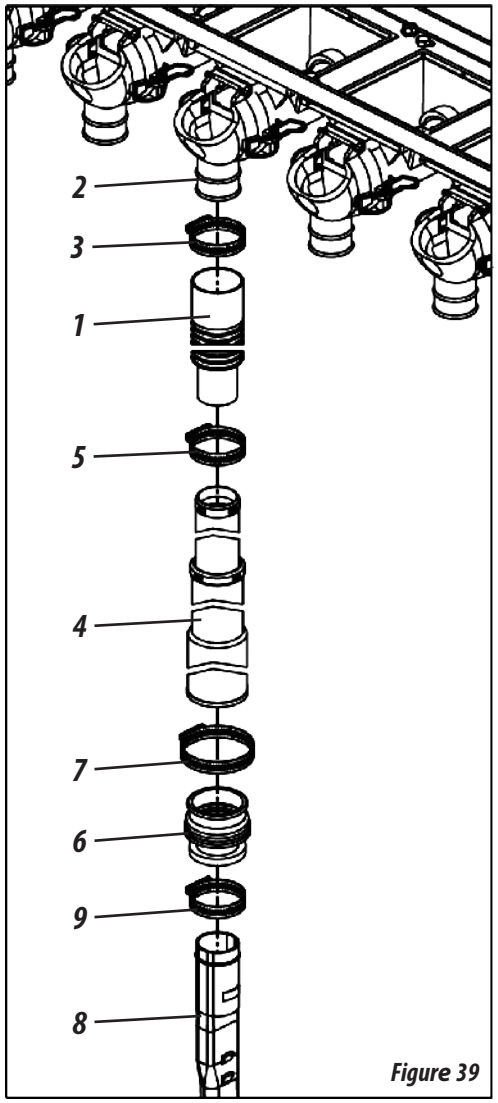

Figure 39
FERTISYSTEM FERTILIZER DISTRIBUTION SYSTEM - OPTIONAL (FIGURES 39/40)
To send the fertilizer from the distributor to the ground, fit the hose (1) to the outputs of the independent conductor (2) through the clips (3). Then, attach the telescopic cable (4) to the hose (1) by attaching it through the clamp (5). Then, attach the rubber coupling (6) to the telescopic cable (4) by attaching it through the clip (7). Finish by attaching the spout (8) to the rubber coupling (6) by attaching through the clip (9), **as shown in figure 39.**